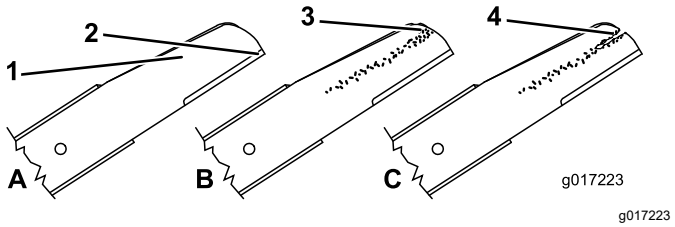

Figura 30
1. Inspeccione los filos de corte (Figura 30). Si los filos de corte no están afilados o tienen muescas, retire las cuchillas y haga que las afilen o cámbielas.
2. Inspeccione las cuchillas, especialmente la parte curva (Figura 30). Si observa cualquier daño o desgaste, o la formación de una ranura en esta zona, reemplace las cuchillas de inmediato por cuchillas nuevas.